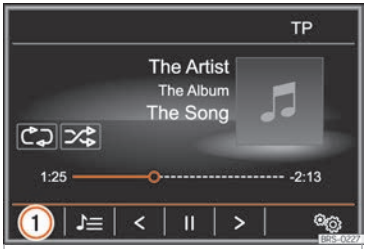

Fig. 211 MEDIA main menu.
- **OR:** From the *MEDIA* main menu, press the ››› Fig. 211 1 function button and select the desired Media source.